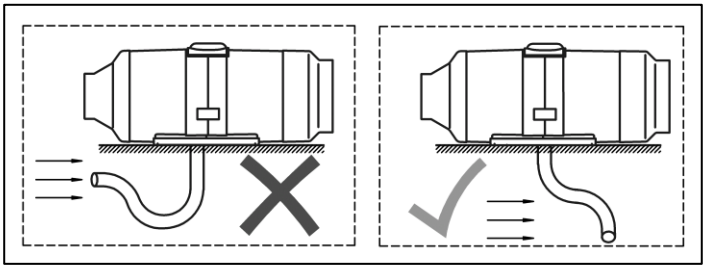

**Fig. 5 – Position of air intake/exhaust pipe**
When laying the air intake pipe, avoid sharp bends and do not obstruct the opening of the air intake pipe with foreign objects. Make sure its opening is pointing downwards (see Fig. 5). If that is not possible Ø3mm hole needs to be drilled at the lowest point of the pipe.
The outlet of the exhaust pipe must be installed **pointing downwards (Fig. 5)**, but it should be in such a position that would prevent clogging or entering of snow and dirt, and also provide for free drain of any water that got into it.
**Do not place the output opening of the exhaust pipe in front of the incoming airflow of the moving vehicle or vessel (see Fig. 5).**